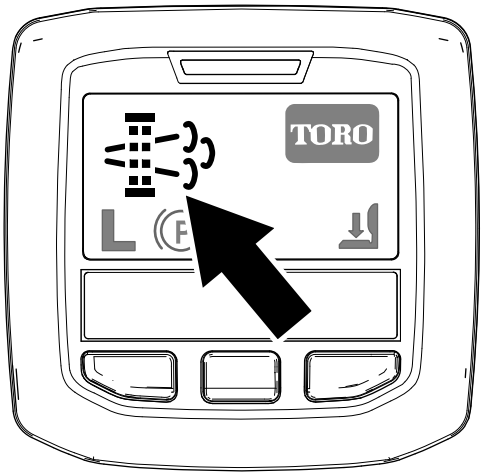

Figur 26
- Symbolen för begäran om parkerad regenerering visas i InfoCenter (Figur 26).